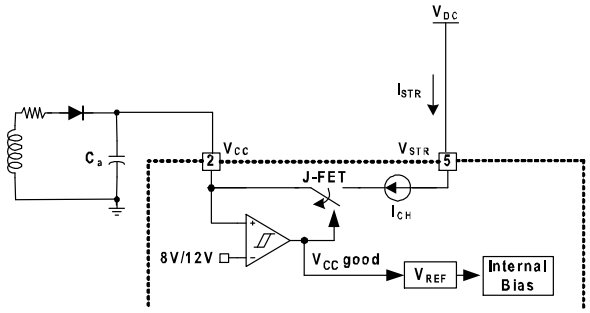

图 14. 启动电路
启动期间，内部高压电流源提供内部偏压并为连接至 V_{CC} 引脚的外部电容器 (CA) 充电，如图 14 所示。当 V_{CC} 达到开始电压 12 V，FPS 开始开关过程，并且内部高压电流源被禁用。FPS 继续正常开关操作，电源由变压器辅助绕组提供，直至 V_{CC} 低于停止电压 8 V。